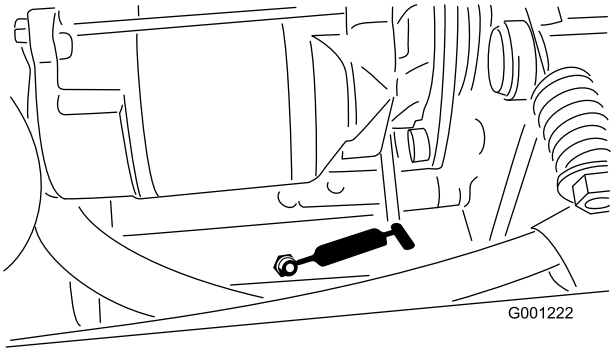

**Figur 42**
- Kraftuttagets spänntapp (Figur 42)
- Bakre kraftuttagslagret (Figur 42)